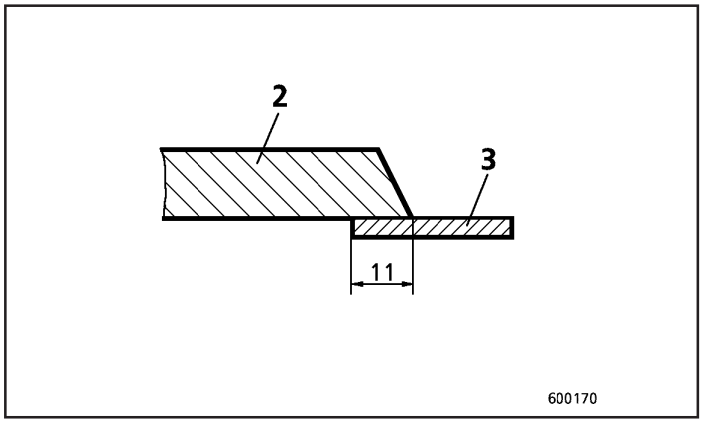
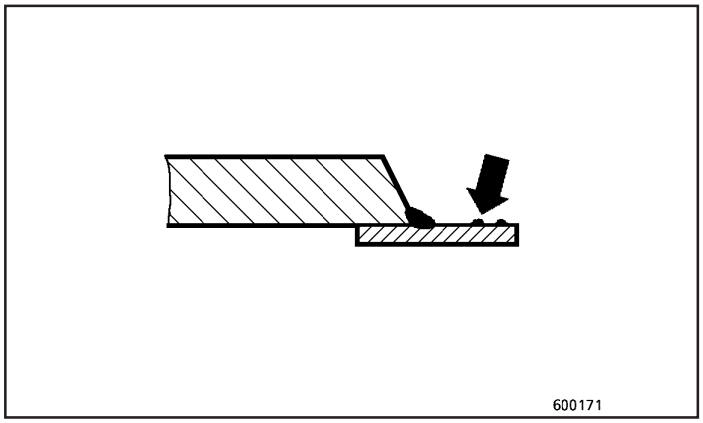

Fig.60
Fig.61
4. Fixe as placas de apoio (3) à chapa lateral (2) utilizando grampos com parafusos (Fig. 60). Não ponteie, e sim solde-as com um filete de solda de 3 mm ao redor de todo o perímetro (Fig. 61).
Após soldar o filete, limpe a superfície de contato para a placa de cobertura removendo todos os vestígios de respingos de solda (Fig. 61).